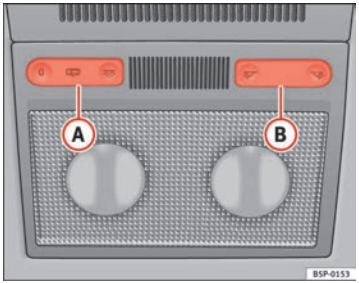
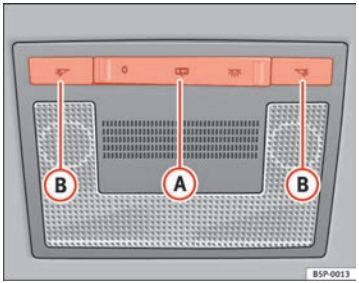

Fig. 81 Interior roof trim: front reading lights, type 1
Fig. 82 Interior roof trim: front reading lights, type 2
Press the corresponding button ⇒ fig. 81 (B) and ⇒ fig. 82 (B) to switch on the reading light.